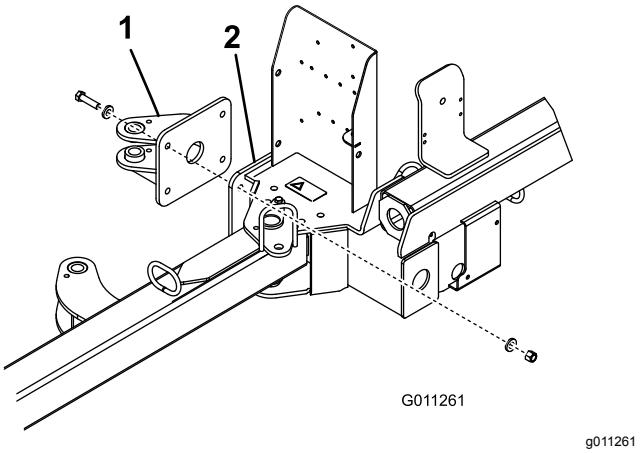

Figur 5
1. Fest bakre aktuatortapp til maskinrammen med fire bolter (½ x 2 tommer), åtte flate skiver (0,531 x 0,063) og fire låsemuttere (½ tomme). Plasser komponentene som vist i Figur 5.